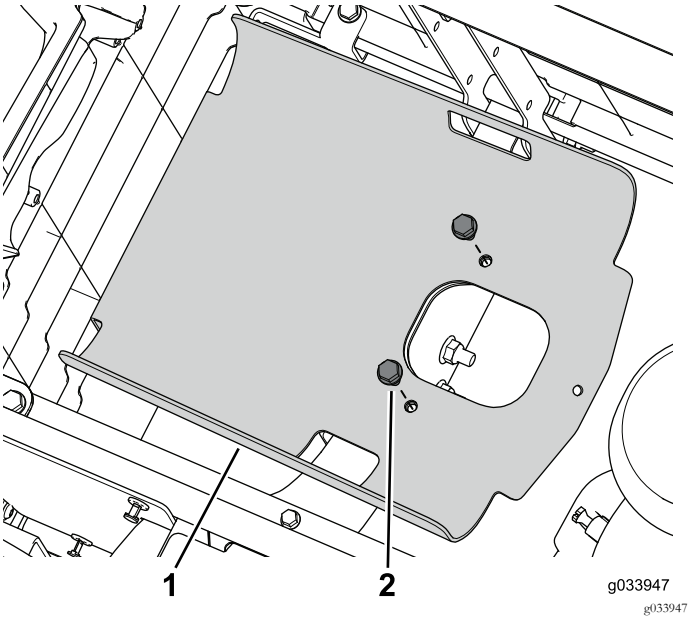

Рисунок 2
5. Выверните два фланцевых болта, которые крепят поддон бака к раме (Рисунок 2).